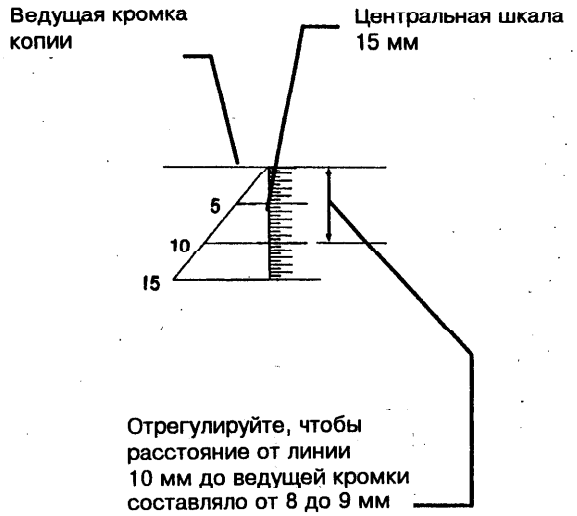

Рис. 1. Проверка регистрации в направлении от ведущей к задней кромке (измерение A)
a. По центральной 15 мм шкале проверьте, что на копии эталонная линия 10 мм расположена на расстоянии от 8 мм до 9 мм от ведущей кромки (Рис. 1).